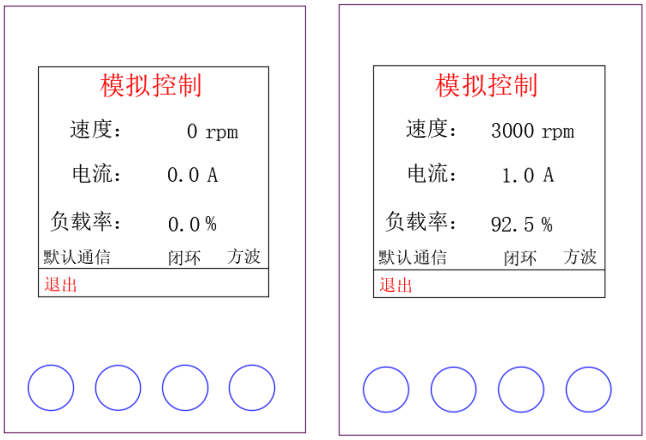

图 6.10 外部模拟量闭环控制各界面
- 调节驱动器外部电位器或输入模拟量大小，进行调速操作。如**图 6.10**。